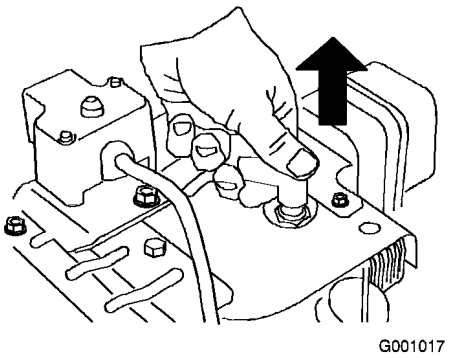

Figur 34
3. Koppla bort tändkabeln (Figur 34).